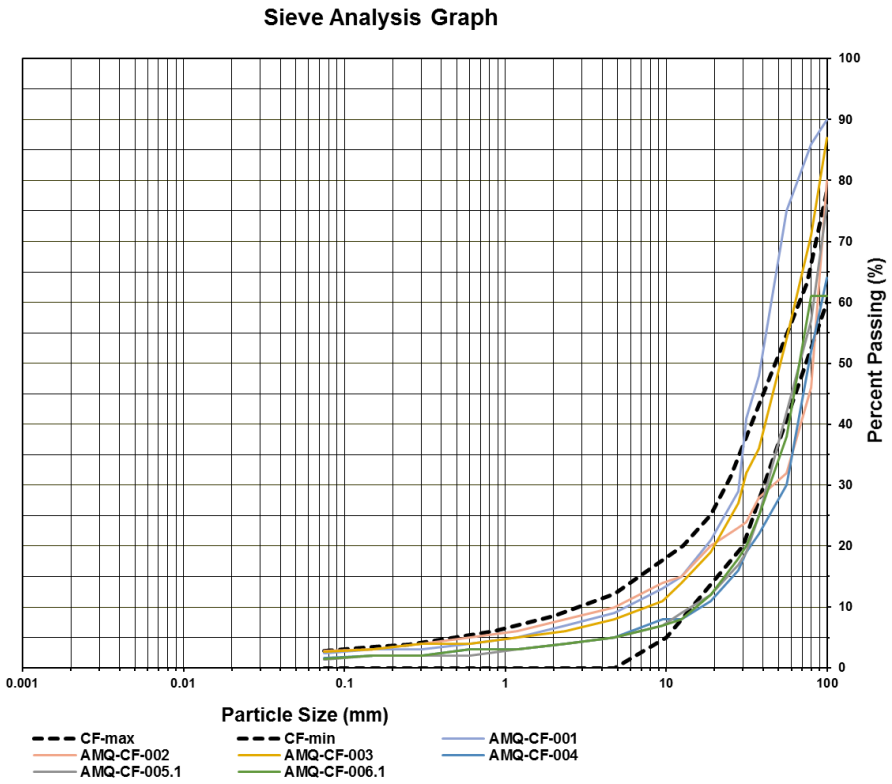

Figure 1: Summary of gradation test result for fine filter
- Review of gradation test results of coarse filter completed by QC: The gradation test of coarse filter completed so far are summerized in Figure 1. The sample location is summerized in Table 1. As shown in Figure 1, some of the samples deviate a little from the coarse filter specification. Considering the presence of geotextile on top of the coarse filter which provide additional erosion protection, such devation could be accepted.